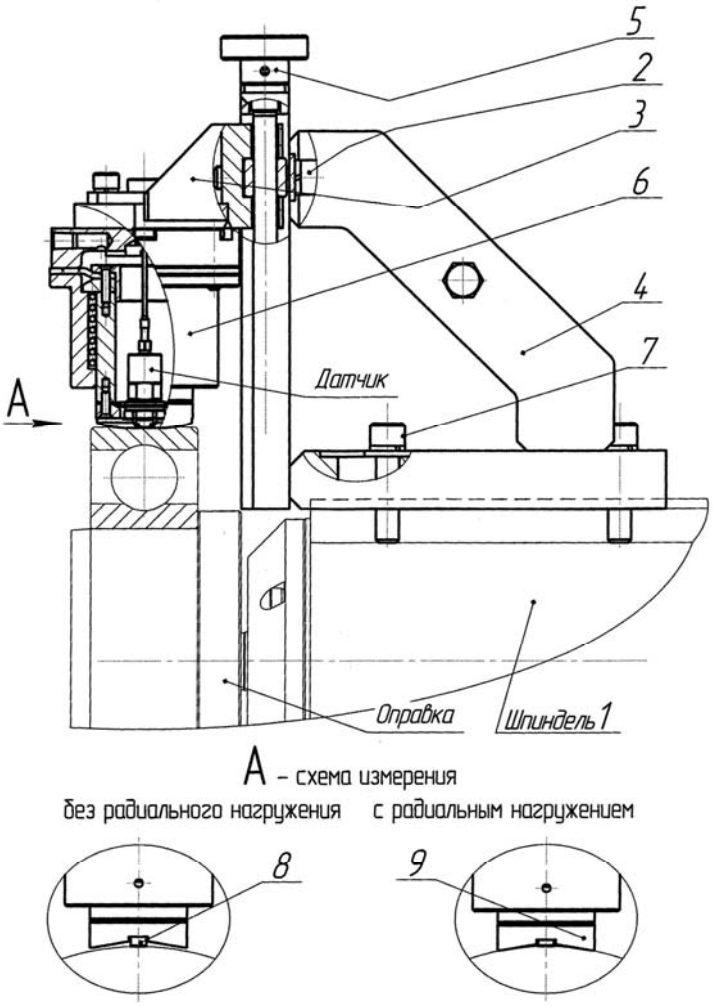

Рис.4 Узел радиального нагружения с вибродатчиком
3.4. Наладка узла осевого нагружения {см. рисунок 4)